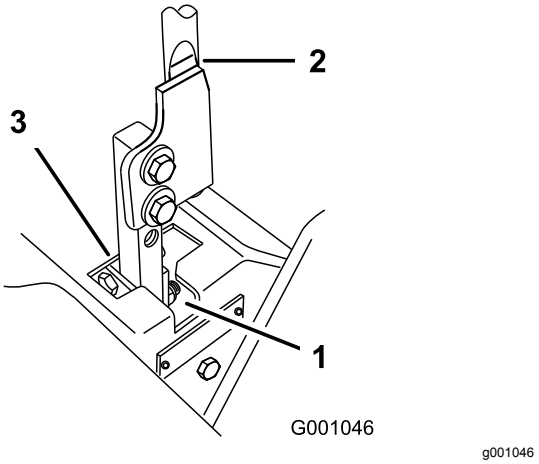

Bild 75
5. Schieben Sie den Hebel in die Neutral-Stellung (nicht arretiert) (Bild 75).
6. Ziehen Sie den Hebel zurück, bis der Lastösenbolzen (am Arm unter der Gelenkwelle) das Schlitzende berührt (und soeben Druck auf die Feder ausübt), wie in Bild 75 abgebildet.
7. Prüfen Sie, ob der Fahrantriebshebel relativ zur Kerbe im Armaturenbrett ist (Bild 75).